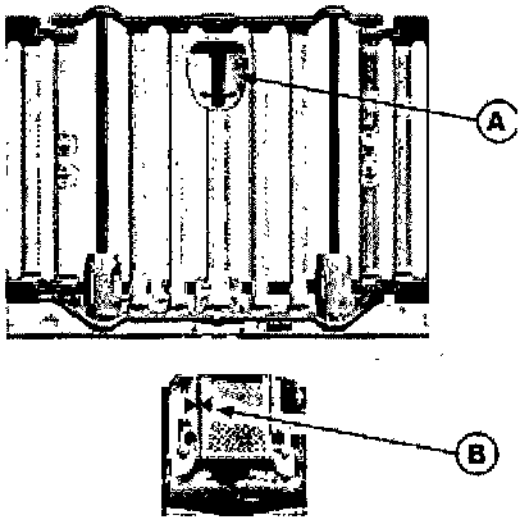

Figura 6 - Barandillas laterales y de los extremos
- Para **elevar** una barandilla lateral o de los extremos, sujete la barra superior de la misma (A) jálela hacia arriba hasta la altura deseada. No es necesario darle vuelta a la manija a ningún lado. La barandilla se asegura en una de las tres posiciones disponibles: 23 cm, 36 cm y 66 cm. Escuchará un clic al pasar por las posiciones disponibles (vea la Figura 6).
- Para **bajar** una barandilla lateral o de los extremos, sujete la manija (A). Active el accionador, déle vuelta a la manija a la izquierda o derecha y guíe la barandilla hacia abajo hasta la altura deseada. Devuelva la manija a la posición vertical para asegurar la barandilla en la posición deseada (vea la Figura 6).